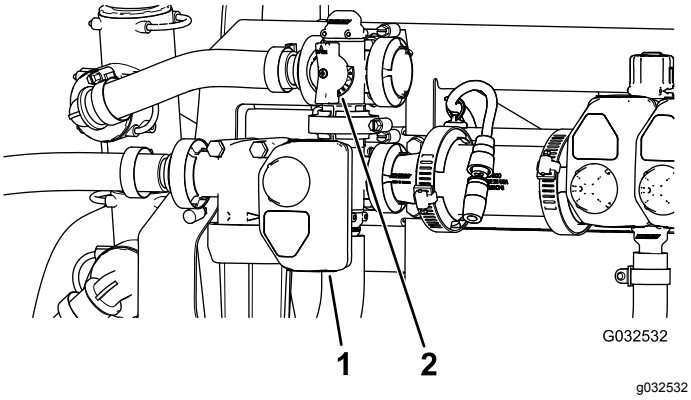

Figur 50
10. Justera omrörningsöverströmningsventilen (Figur 50) på baksidan av omrörningsventilen tills sprutsystemets tryck är 689 kPa (100 psi).